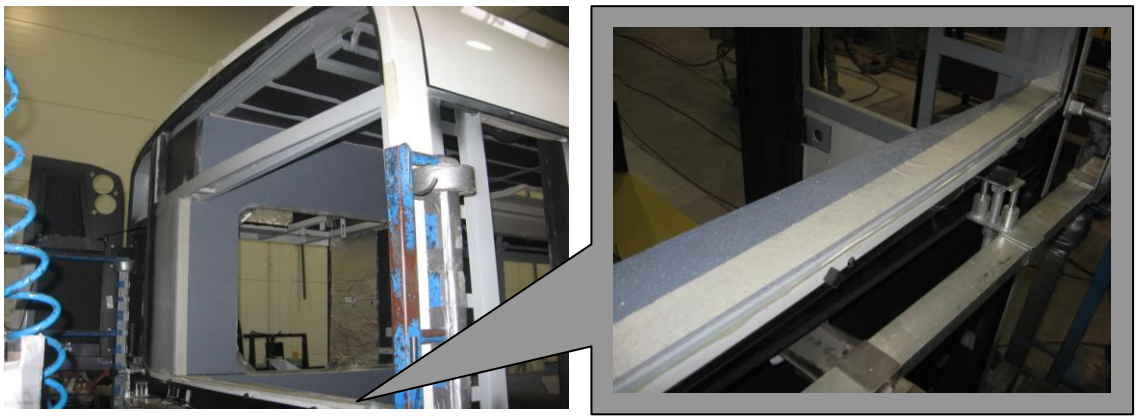

Rys. 2. Gumki dystansowe na dolnych wspornikach podtrzymujących.
- okleić ramę okienną taśmą papierową oraz wyregulować ustawienia docisków przyrządu podtrzymującego szybę tylną. Na dolnych wspornikach podtrzymujących umieścić gumki dystansowe 10 mm w celu uniknięcia uszkodzenia szyby (Rys.2);